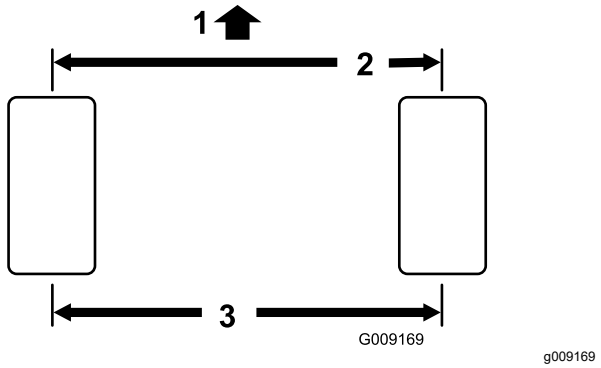

Figura 48
5. Meça a distância entre os pneus dianteiros à altura do eixo na zona dianteira e traseira dos pneus dianteiros (Figura 48).